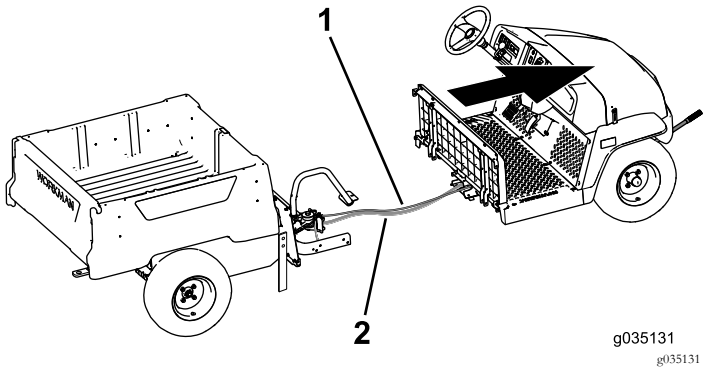

Figuur 68
9. Rol met minimaal twee personen het voorste gedeelte naar voren, weg van het achterste gedeelte (Figuur 68).